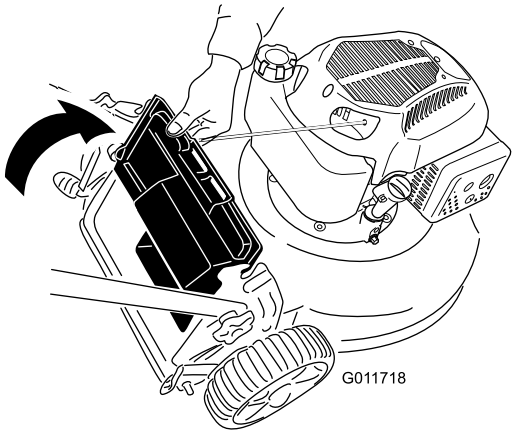

Figuur 16
2. Breng de afvoergeleider omhoog en houd deze omhoog (Figuur 16).